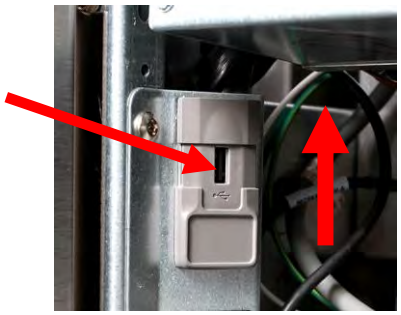

Figura 32
10. Abra la puerta del gabinete del extremo izquierdo y deslice hacia arriba la cubierta USB (consulte la Figura 32).